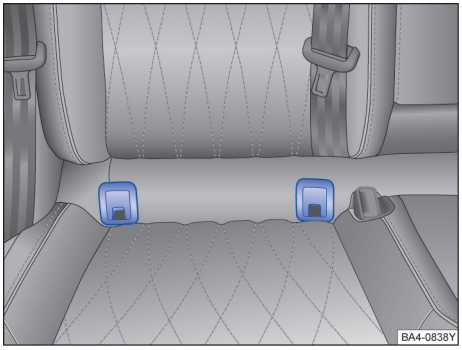

图 42 汽车座椅上：儿童座椅固定点
- 拉下固定点护罩→ 图 42
后排外侧座椅配有两个 ISOFIX 固定环，与车身相连→ 图 42。